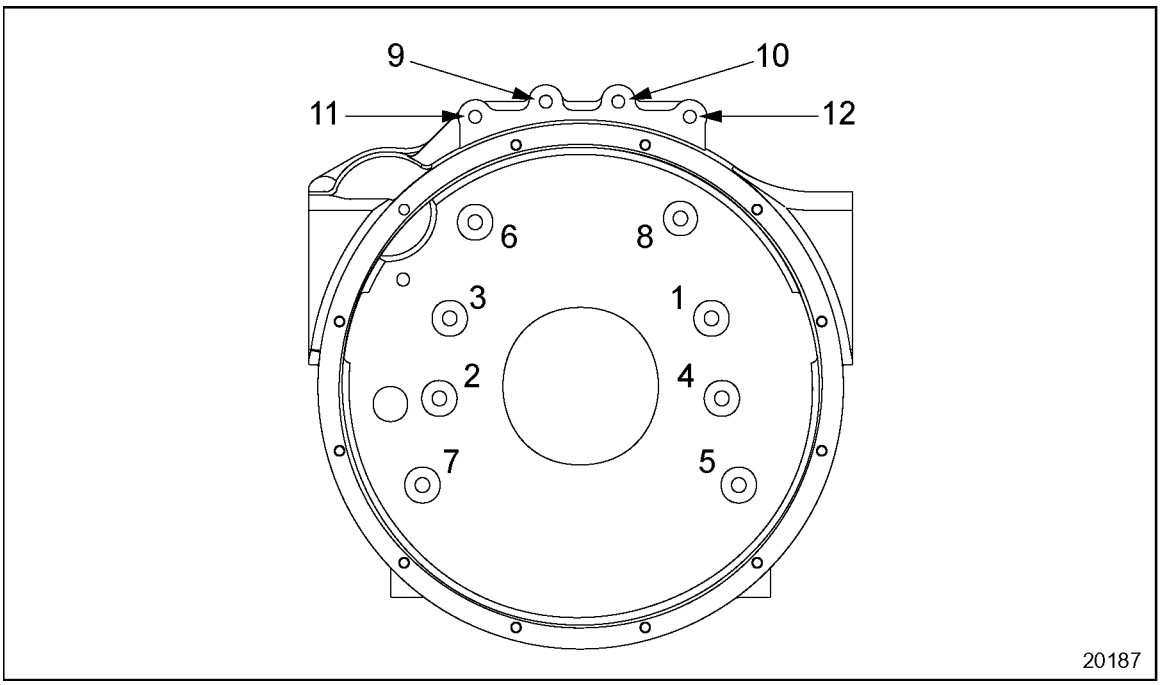

Figure 1-255 Flywheel Housing Bolt Torque Sequence
6. Torque the eight short and four long flywheel housing bolts using the proper tightening sequence. See Figure 1-255.
9. Install flywheel housing. Torque the eight short and four long bolts to the cylinder block using the proper tightening sequence. See Figure 1-255.